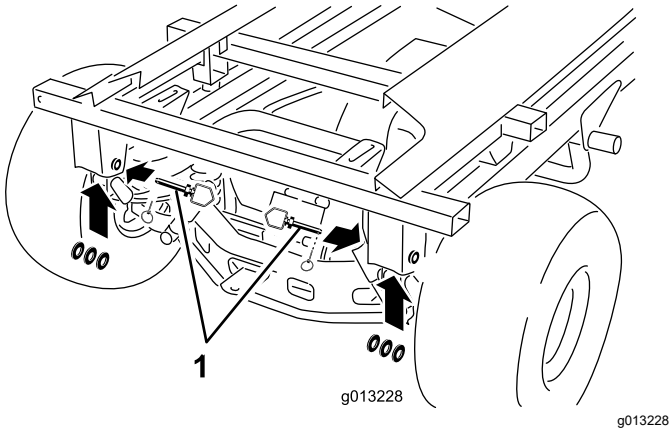

**Figuur 52**
10. Verwijder de achterste lynchpennen, koppelpennen en ringen (Figuur 52).